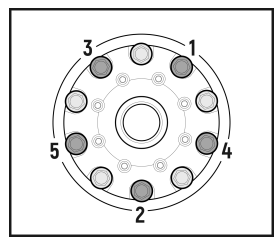

**Рис. 14**
- *Выкрутите предварительно установленные **пять** болтов. Нанесите фиксатор резьбы в резьбовые отверстия и на резьбу болтов, затем вкрутите и затяните их динамометрическим ключом моментом, указанным в руководстве по ремонту автомобиля. (**Рис. 14**)*